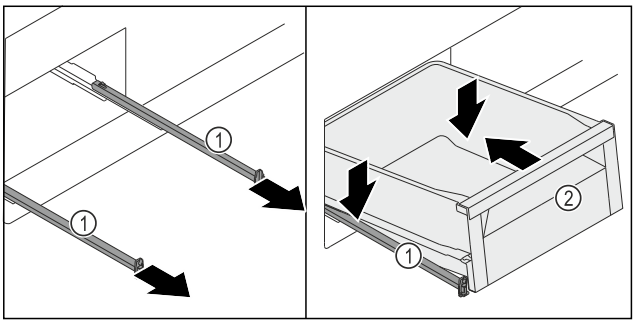

*Fig. 124*
▶ Extraiga los carriles *Fig. 124 (1)*.
▶ Sujete firmemente los carriles *Fig. 124 (1)* y coloque el cajón *Fig. 124 (2)* en diagonal sobre los carriles *Fig. 124 (1)* desde arriba.
▶ Deslice el cajón *Fig. 124 (2)* hacia atrás sobre los carriles *Fig. 124 (1)* hasta el tope.